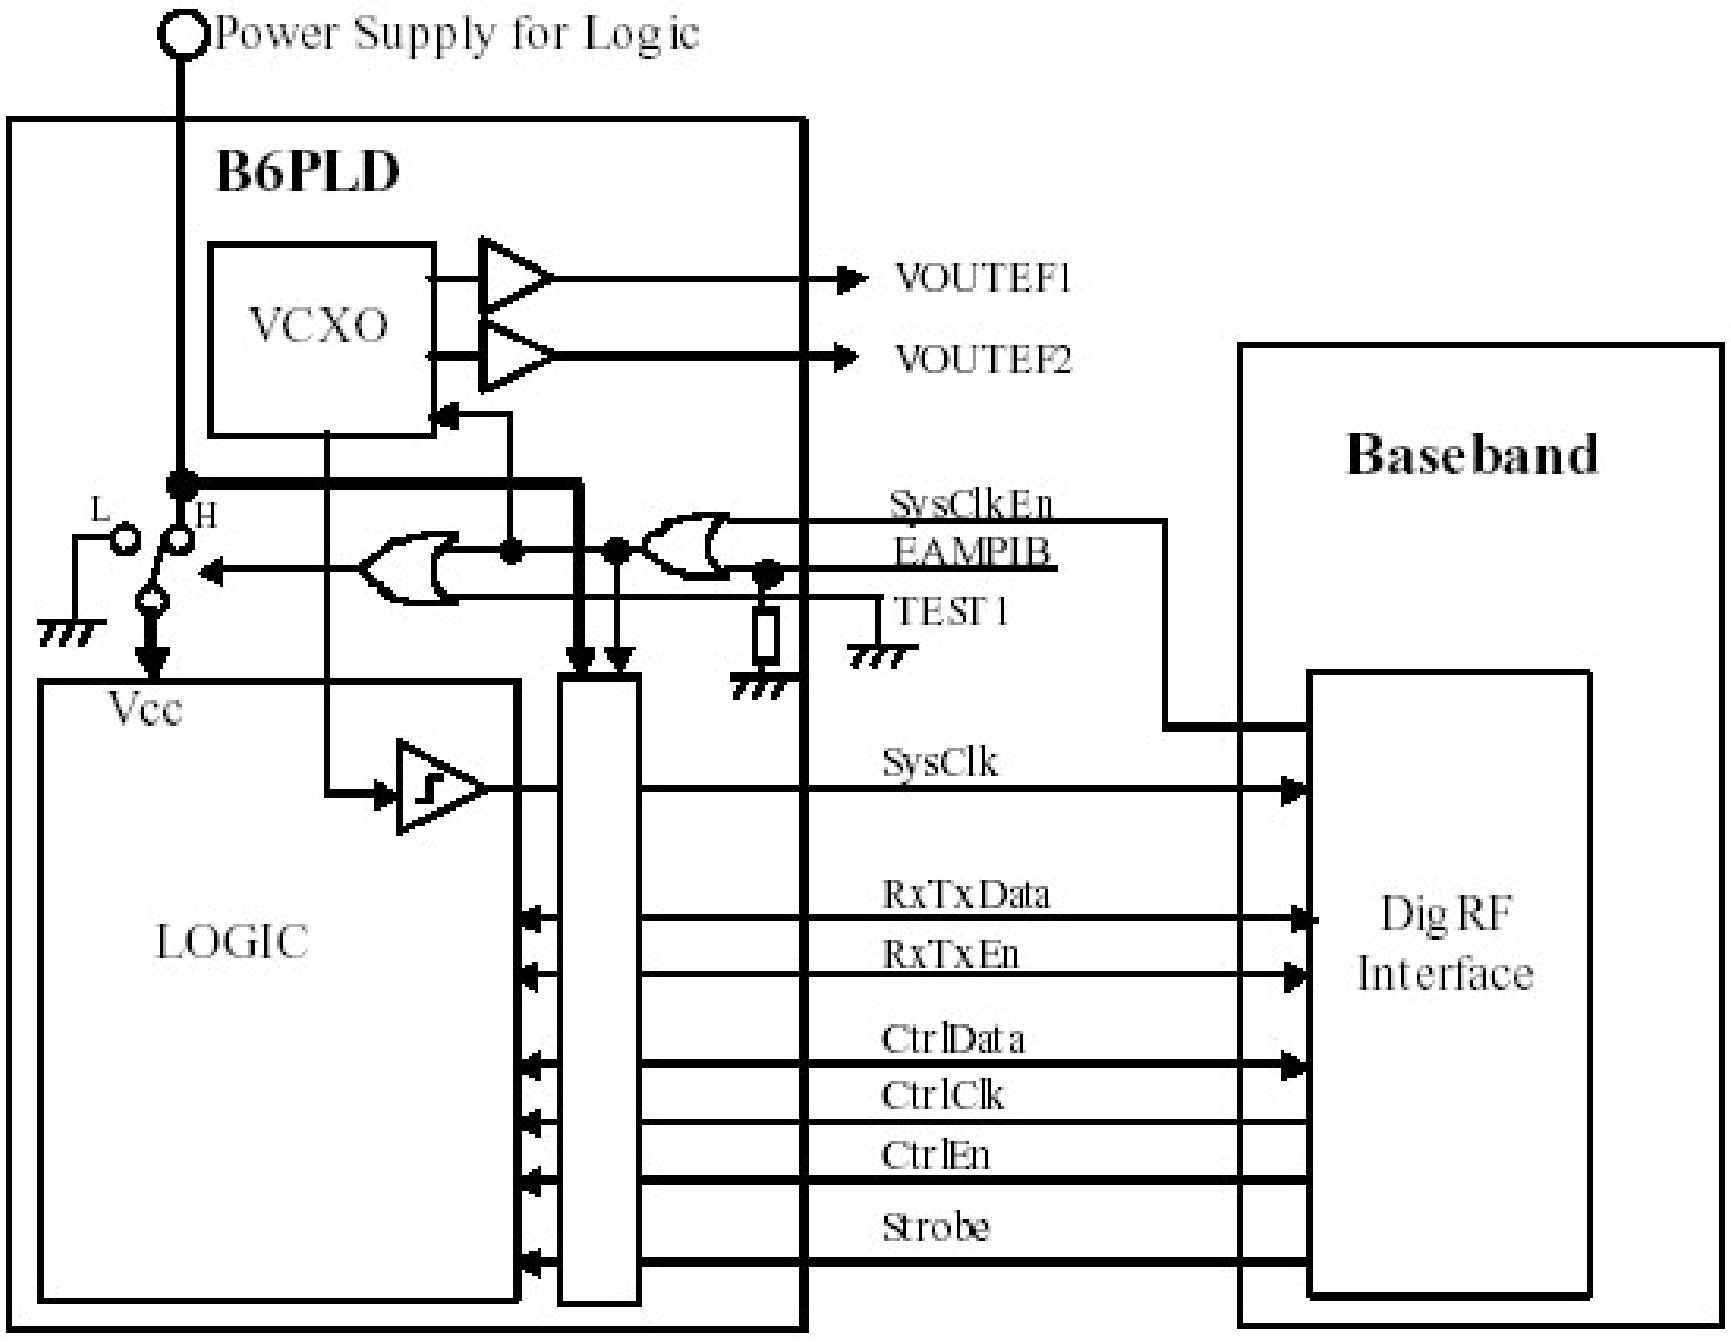

Fig. 1-1 Digital Interface Block Digram
The digital interface consists of two separate interface connections; (1) the control interface, (2) the data interface, and a system clock on/off control signal and a precise timing singal. These are realized by eight signal lines in B6PLD(Look at Fig1.1 above)